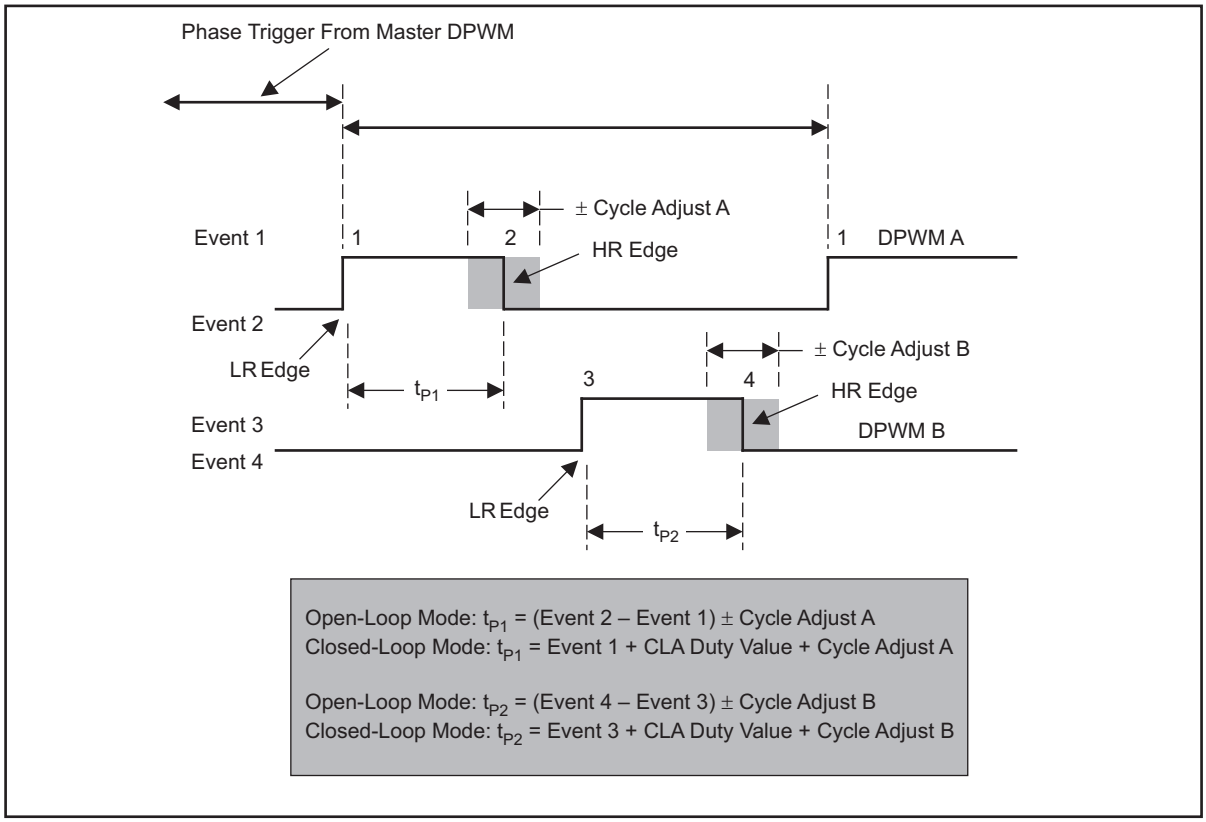

**Figure 11. Multi-Output Mode – DPWM Timing Diagram**
- While applying a –ve cycle adjust to DPWM B, the minimum on-pulse width (calculated value of tp2 in Figure 11) should be limited to 0. A –ve value for the DPWM B on-pulse width is not valid.